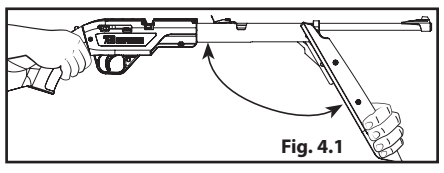

Fig. 4.1
2. Coloque las manos en la posición que se muestra en la Fig. 4.1. La colocación incorrecta de la mano puede resultar en un pellizco si se le escapa el guardamano. Puede provocar lesiones